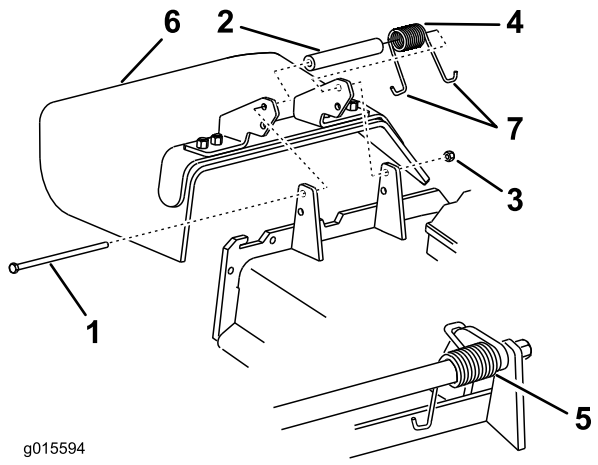

Figur 90
1. Fjern låsemutteren, bolten, fjæren og avstandsstykket som holder avlederen festet til svingbrakettene (Figur 90). Fjern den skadde eller slitte gressavlederen.
Merk: Påse at én **J**-enden av fjæren er montert bak enhetskanten før du monterer bolten som vist i Figur 90.
3. Monter bolt og mutter. Plasser én **J**-krokenden av fjæren rundt gressavlederen (Figur 90).